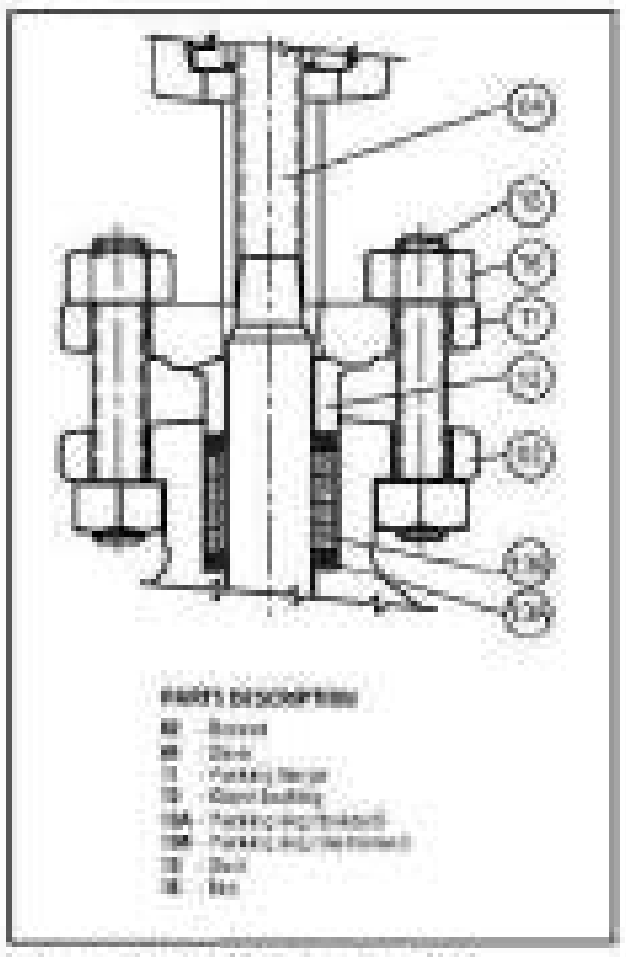

Figure 7.34 Packing rings installed
1. Insert the first packing ring, braid graphite type (end ring) and place as deep into the packing chamber as possible, followed by graphite ribbon (intermediate packing rings) refer to Figure 7.34.